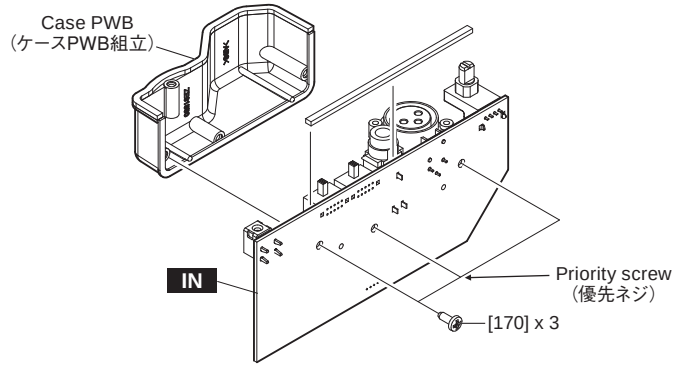

Fig. 8（図8）
6-3 Remove the three (3) screws marked [170]. The IN circuit board and case PWB assembly can then be separated. (Fig. 8)
* ***When installing the case PWB assembly, first tighten the priority screws as shown in Fig. 8.***
6-3 ［170］のネジ 3 本を外し、IN シートとケース PWB 組立を別けます。(図 8)
※ **ケース PWB 組立を取り付けるときには、優先ネジを図に示す方を先に締めてください。(図 8)**